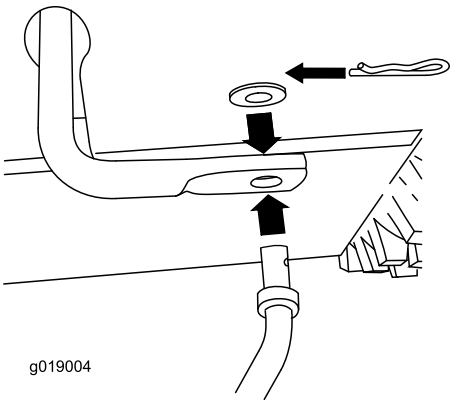

Rysunek 4
1. Włóż dolny koniec drążka do ramienia dolnego łącznika w taki sposób, aby wygięty koniec drążka zmiany biegów był skierowany do tyłu (Rysunek 4).
2. Zamocuj dolny koniec drążka zmiany biegów za pomocą płaskiej podkładki i zawleczki (Rysunek 4).